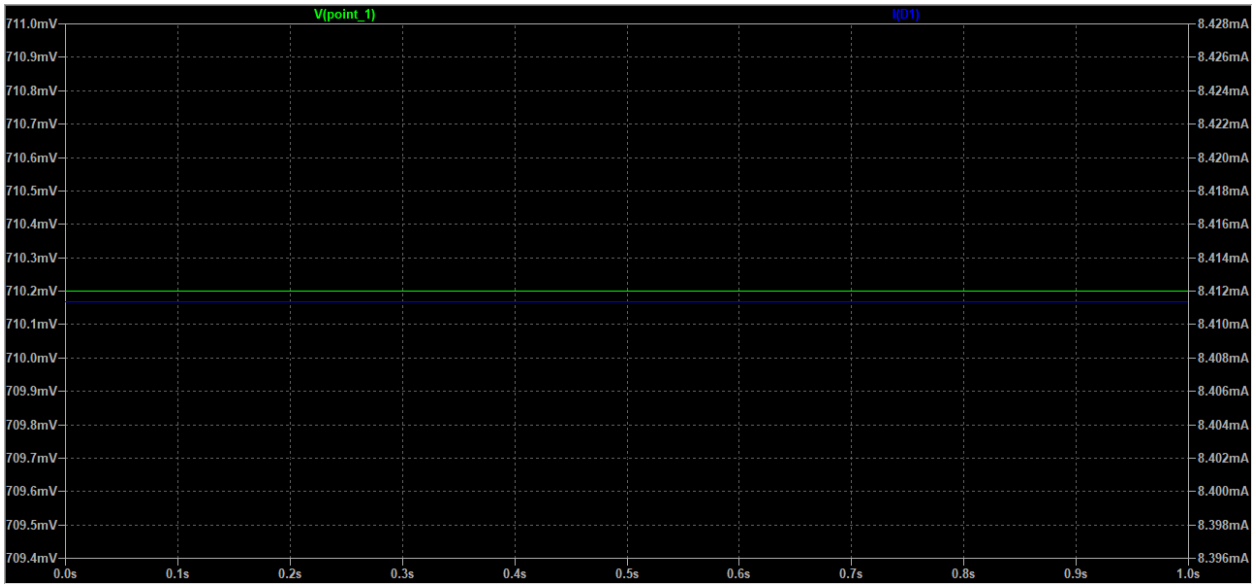

Fig. 7. LTSpice Voltage and Current Through LED
- Next, measure the current through the LED, also known as the limited current from R1. You can measure both things at once, having a plot with one y-axis reading voltage and the other y-axis reading current. The plot you produce should be like Figure 7. Screenshot your plots.